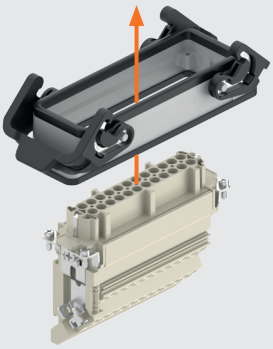
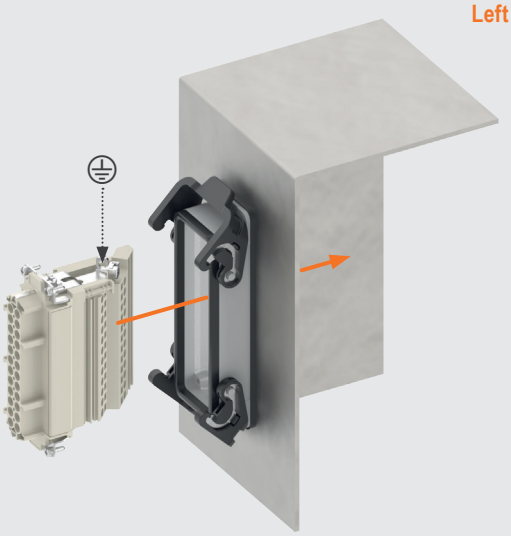

Figure 3
Figure 4
- The **CT-CTSE series** is available in the versions “left” and “right” for mounting on the left (**Figure 3**) or on the right (**Figure 4**) of the control panel walls. This characteristic is determined by the position of contact “1” and the ground terminal in the upper part of the insert terminal block for both left and right mounting.